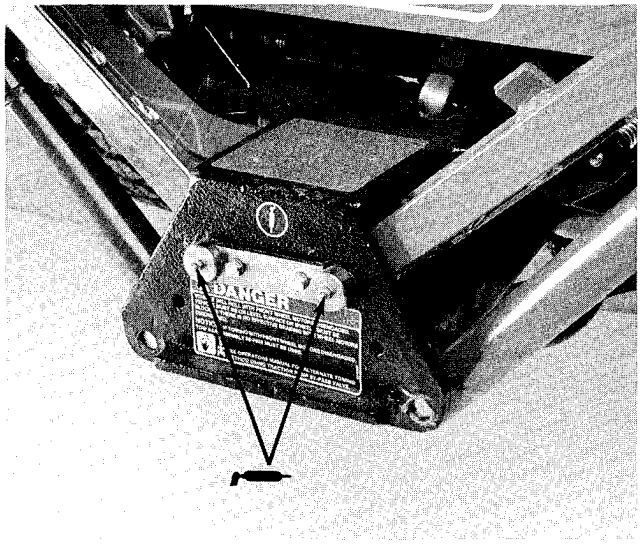
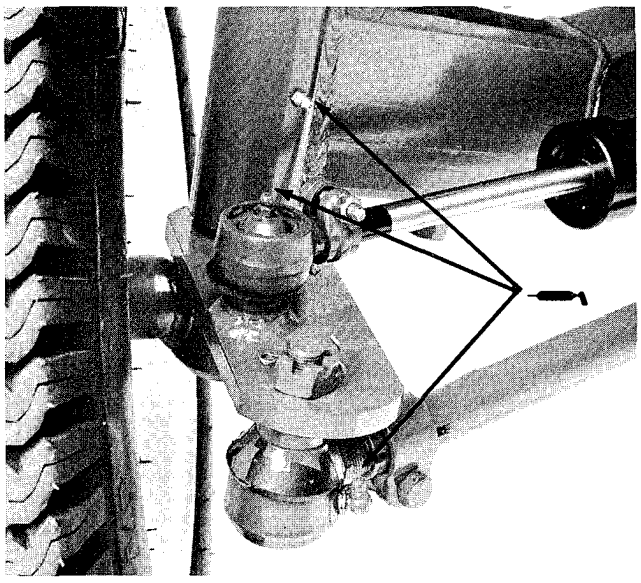
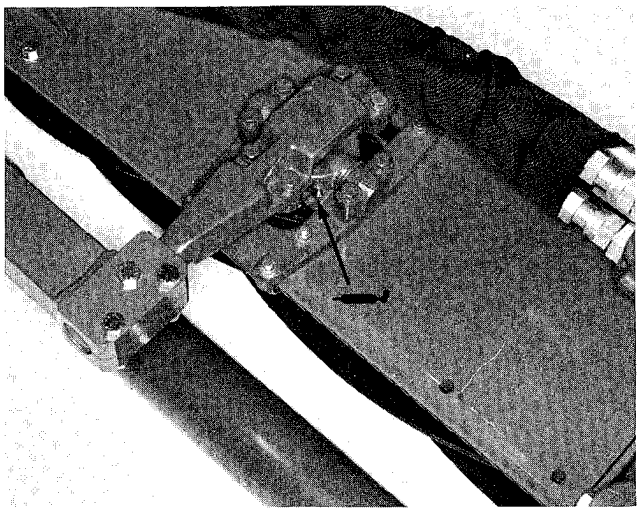
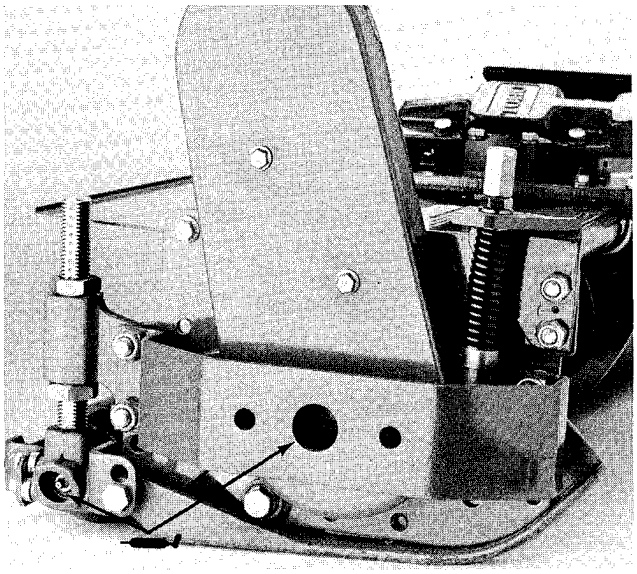

Figure 24
Figure 25
Figure 26
Figure 27
Relate HOC and ground speed to required reel speed setting on a 1 thru 5 scale on reel speed knob. Note: 1 = 800 RPM; 2 = 900 RPM; 3 = 1000 RPM; 4 = 1100 RPM and 5 = 1200 RPM (Fig. 26).
The machine has grease fittings that must be lubricated after every 50 hours of operation with No. 2 General Purpose Lithium Base Grease. Lubricate fitting immediately after every washing regardless of interval listed. The lubrication points are: lift arms (5) (Fig. 24), rear axle (6) (Fig. 25), floating or fixed head kit pivots (Fig. 26) and cutting unit reel and roller bearings (Fig. 27). Also, grease fitting on reel control valve (not shown), located under right hand console.
NOTE: Remove the plastic caps over the fittings on the floating or fixed head kit pivots and replace after greasing (Fig. 26).